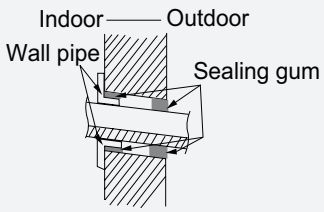

Fig.15
(1) Put the bound pipes in the wall pipe and then make them pass through the wall hole.
(2) Stuff the gap between pipes and wall hole with sealing gum. (As show in Fig.15)
(3) Fix the wall pipe.
(4) Check if the indoor unit is installed firmly.